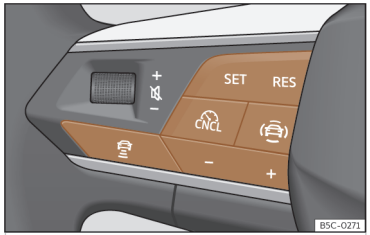

Abb. 133 Am Multifunktionslenkrad: Tasten zur ACC-Bedienung.
- Taste am Multifunktionslenkrad drücken ››› **(Abb. 133)**.
- Taste **SET** drücken, um die Regelung zu starten ››› **(Abb. 133)**.
- Taste und dann Taste **+** oder **–** ››› **(Abb. 133)** drücken.
- Taste ››› **(Abb. 133)** kurz drücken oder Bremspedal treten.